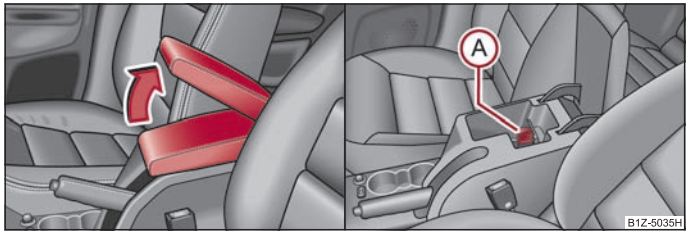

Fig. 75 Accoudoir: Vide-poches/Refroidissement du vide-poches
– Ouvrez le couvercle de l'accoudoir dans le sens de la flèche ⇒ fig. 75 - à gauche.